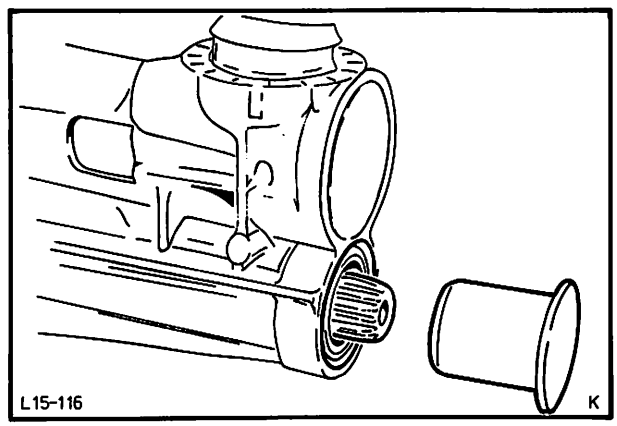

Abb. 182 Getriebeverlängerung mit Plastik-Schutzkappe verschließen
2. Gelenkwelle komplett aus der Getriebeverlängerung ziehen. Um Ölaustritt zu vermeiden, Getriebeverlängerung mit einer **angefasten** Plastikschutzkappe oder einem alten Gelenkwellenstummel verschließen, Abb. 182.